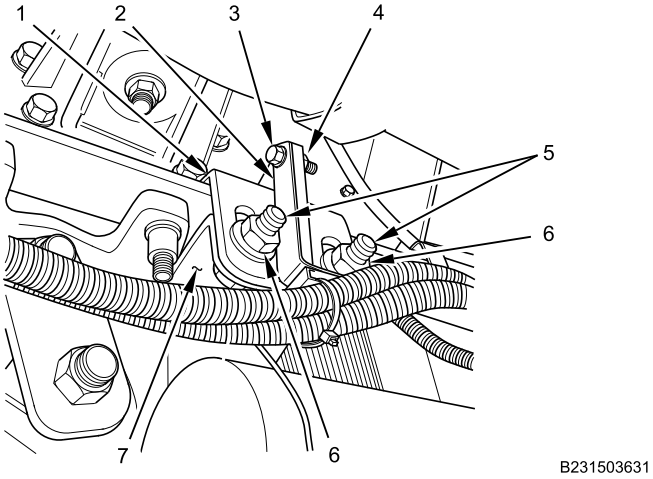

Figure 6. Rear Frame Bracket.
3. Install rear frame bracket (Figure 6, Item 1) on wheel deflector bracket (Figure 6, Item 7) with two bolts (Figure 6, Item 5) and nuts (Figure 6, Item 6). Tighten bolts securely.
4. Install wiring harness bracket (Figure 6, Item 2) on rear frame bracket (Figure 6, Item 1) with bolt (Figure 6, Item 3) and nut (Figure 6, Item 4). Tighten bolt securely.